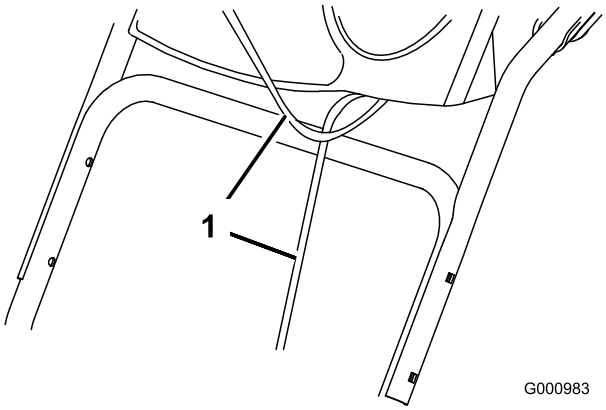

Figur 4
1. Løft og roter det øvre håndtaket, og plasser det over det nedre håndtaket (Figur 4).